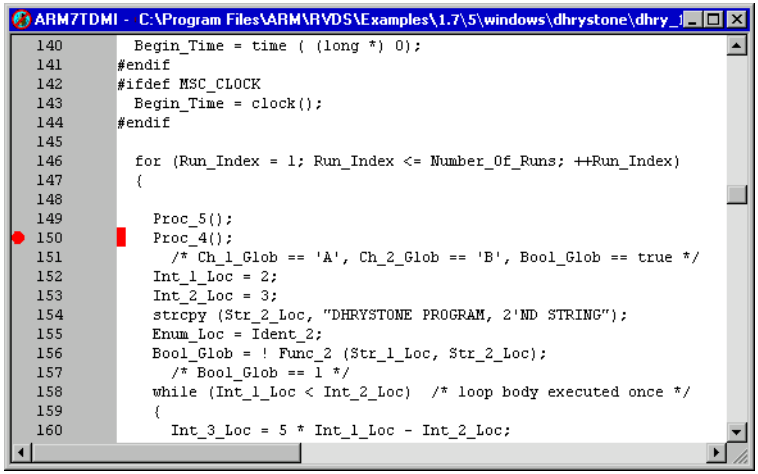

Figure 3-2 Breakpoint set inside loop
4. Right-click on line 150 to position the cursor there and display the pop-up menu, and select **Toggle Breakpoint** (or left-click on the line and press F9, or double-click in the margin next to the line). Another red disc and marker indicate that you have set a second breakpoint, as shown in Figure 3-2.